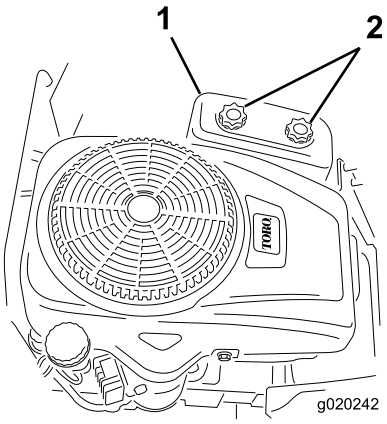

Figur 32
4. Fjern luftfilterdækslet ved at skrue de 2 drejeknapper af (Figur 32).
3. Monter luftfilterdækslet, og fastspænd de to drejeknapper (Figur 32).